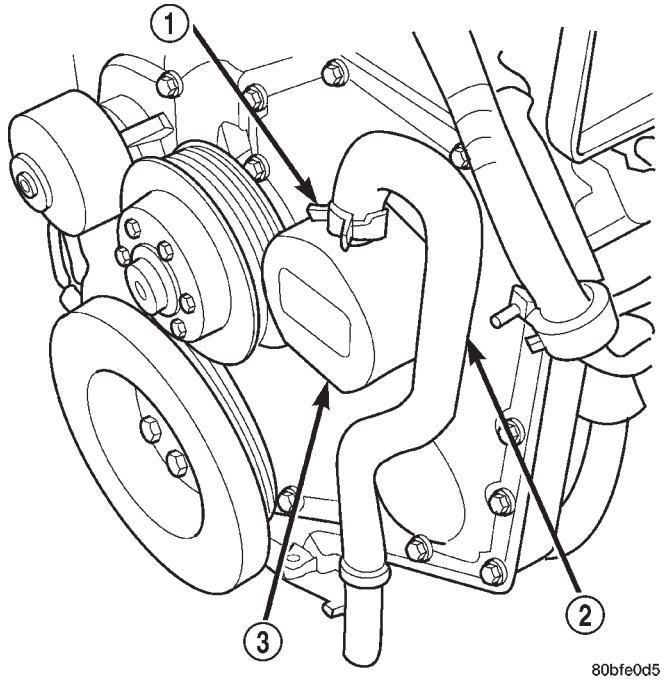
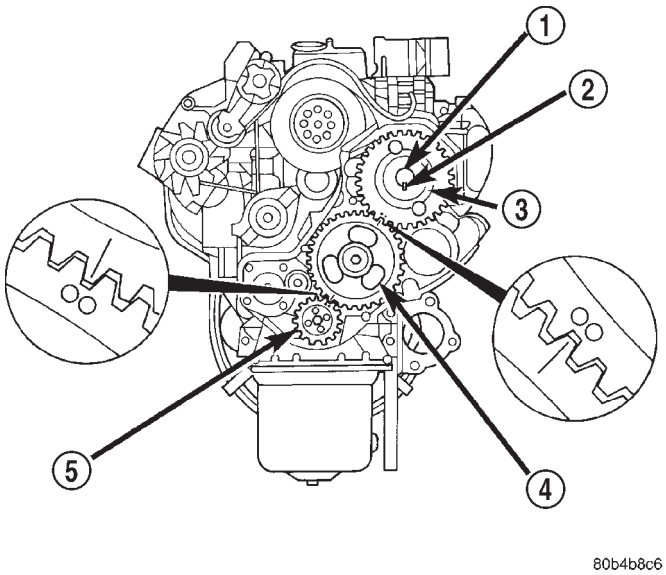

Fig. 26 Crankcase Vent Hose
Fig. 30 Checking Fuel Injection Pump Gear Timing
(1) Remove hose clamp and crankcase vent hose at crankcase breather (Fig. 26). Remove crankcase breather from gear cover. Breather threads into cover.
(7) Verify timing marks on crank, cam and pump are aligned (Fig. 30).
(8) Perform necessary gear alignment/repairs as needed.
(9) Install crankcase breather to gear cover. Install hose clamp and crankcase vent hose to breather (Fig. 26).
(10) After repairs are completed, erase DTC using DRB Scan Tool.